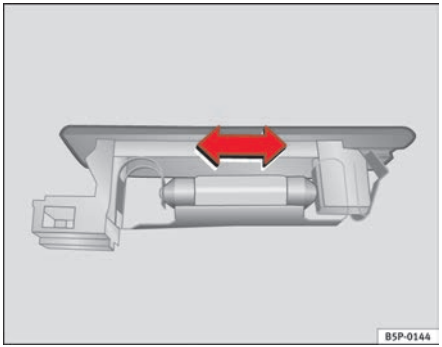

Fig. 194 Luggage compartment light
– Press the lamp sideways and remove it from the housing ⇒ page 260, fig. 194. ■